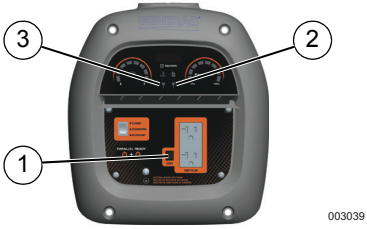

Figure 3-5. Reset Button and Status Lights
3. See *Figure 3-5*. Press and hold the Reset button (1) on unit A for three (3) seconds, then release.
4. See *Figure 3-5*. Wait for the red Overload light (2) to turn OFF and the green Ready light (3) to turn ON.
5. See *Figure 3-5*. Repeat steps 3 and 4 for unit B.
NOTE: See *Figure 3-5*. If red Overload light (2) persists after five (5) attempts, contact Generac customer service at 1-888-GENERAC (1-888-436-3722).